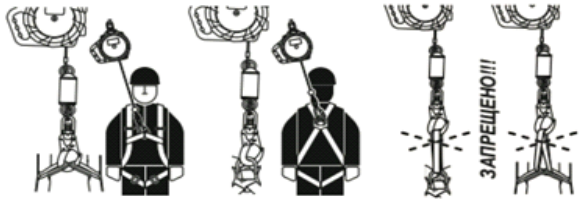

Рис.5
– Присоединять любые элементы между концевым карабином устройства и точкой крепления на привязи, если иное не разрешено производителем. (рис.5)